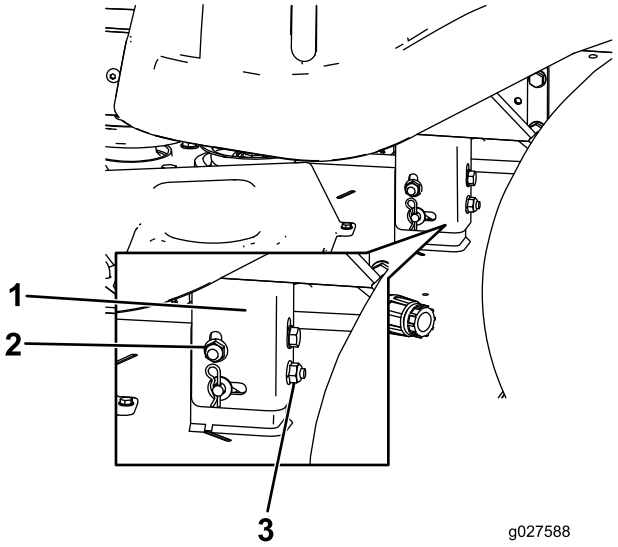

Figur 59
8. Höj eller sänk klipparens vänstra sida genom att vrida på den bakre muttern (Figur 59).